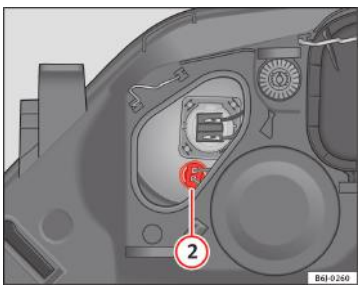

Fig. 158 Lămpile de poziție laterale ▶
– Scoateți conectorul ⇒ fig. 158 (2) trăgându-l în afară.